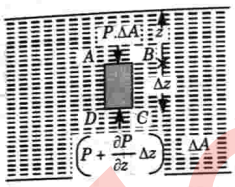

Fig. 1.17.1. Force acting on fluid element.
1. As shown in Fig. 1.17.1 consider a small fluid element.